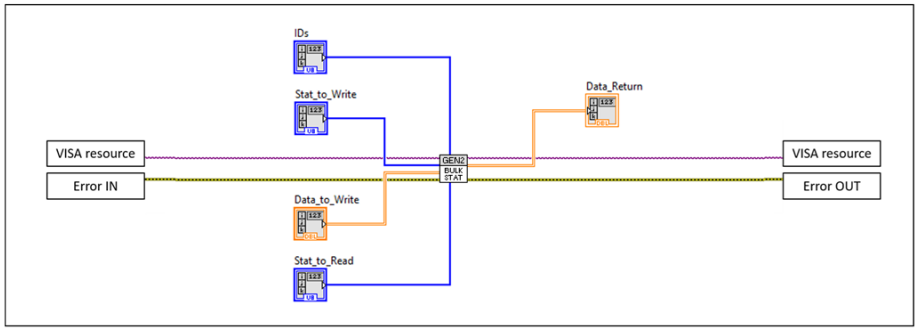

图 17: 状态寄存器的批量读写。
3) **批量通信**您可以使用 Bulk_Stat subVI 来同时对单个或多个 BEAR 的单个或多个状态寄存器进行读写，使用方法如图17所示。